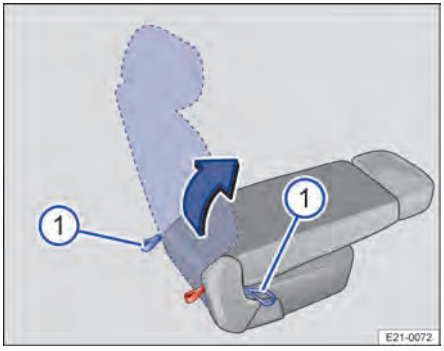

Bilde 64 Andre seterad: Slå seteryggen ned og opp.
4. Trekk hempen → Bilde 64 ① bak setet bakover eller hempen på siden av setet forover, og hold. Vipp seteryggen litt forover, og slipp hempen.
1. Trekk hempen bak setet bakover eller hempen på siden av setet forover, og hold → Bilde 64 ①. Vipp seteryggen litt opp, og slipp hempen.